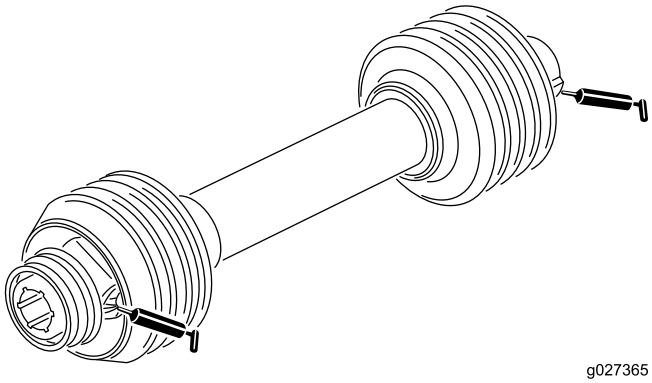

Figure 10
2. Graissez les graisseurs des paliers d'arbre de ventilateur comme montré à la Figure 10 avec de la graisse au lithium nº 2.
Graissez les 2 graisseurs de l'arbre d'entraînement comme montré à la Figure 10 avec de la graisse au lithium nº 2.